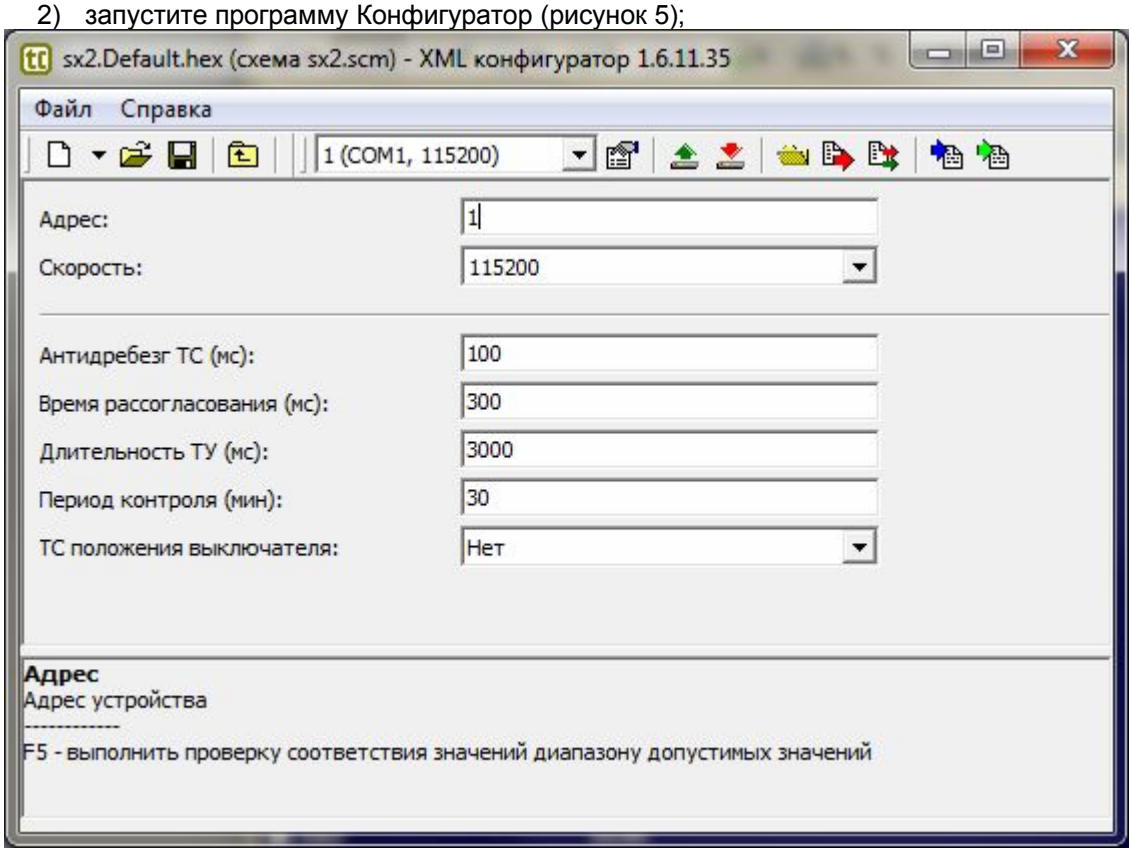

Рисунок 5 – Окно программы Конфигуратор
2) запустите программу Конфигуратор (рисунок 5);